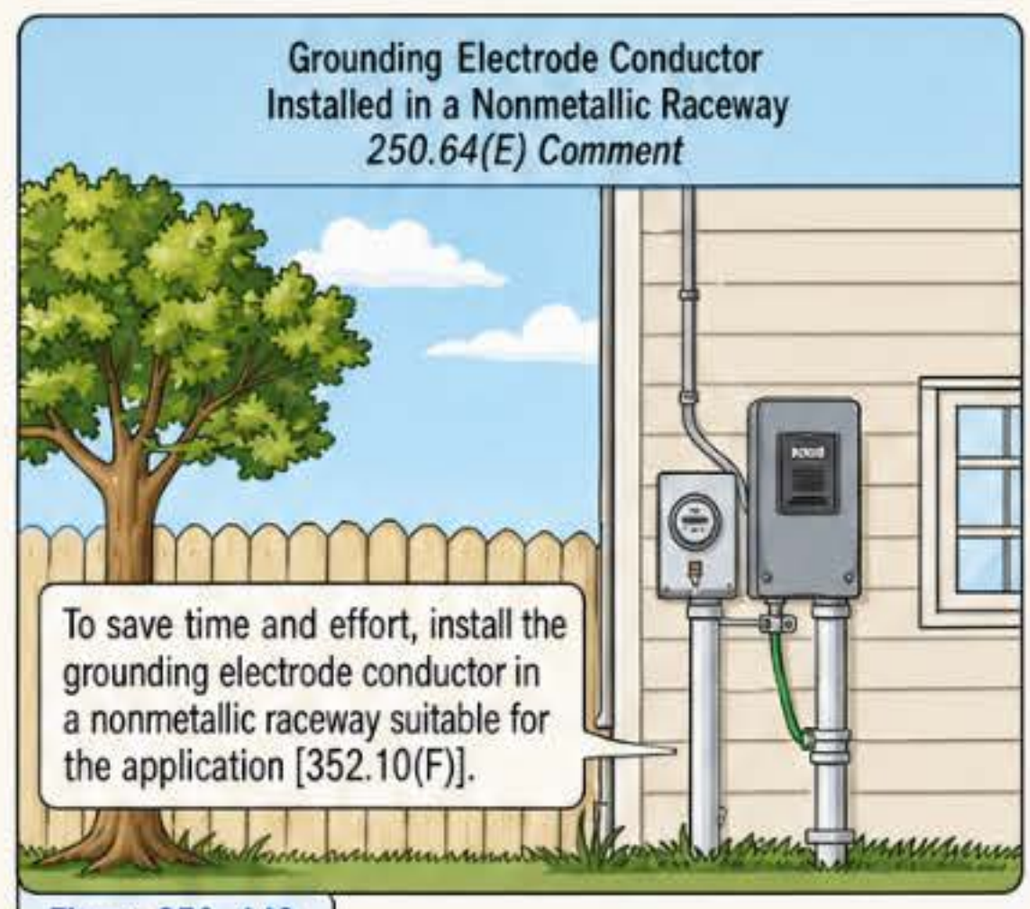

Figure 250–149
- To save time and effort, install the grounding electrode conductor in a nonmetallic raceway suitable for the application [352.10(F)]. Figure 250–149
(1) Single Grounding Electrode Conductor. A single grounding electrode conductor can terminate to any grounding electrode of the grounding electrode system. ▸ Figure 250–150